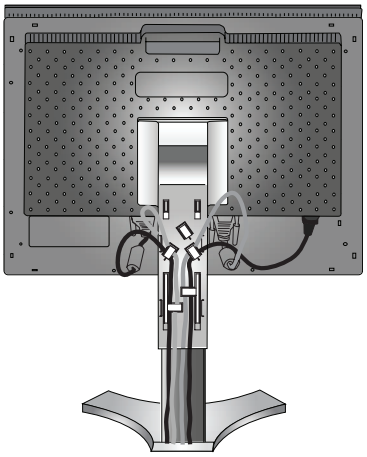

**Abbildung C.3**
Führen Sie das DVI-Kabel und das 15-polige Mini-D-Sub-an-DVI-A-Kabel durch die in **Abbildung C.3** angegebenen Halterungen.
6. Sorgen Sie dafür, dass alle Kabel flach am Fuß anliegen (**Abbildung C.3**).